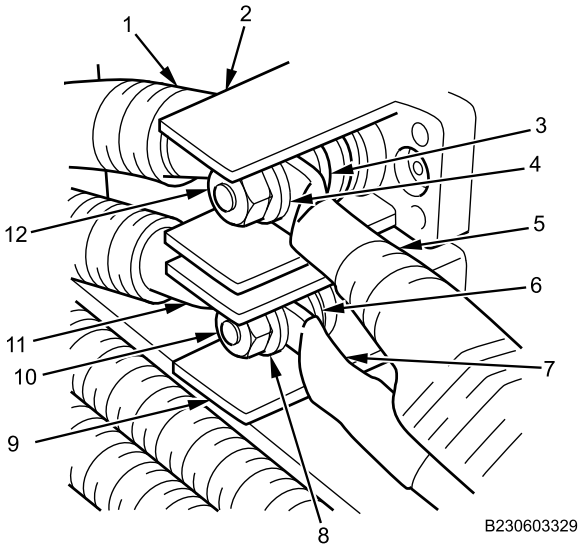

Figure 2. Battery Cables Junction Block Assembly.
2. Remove nut (Figure 2, Item 10), lockwasher (Figure 2, Item 8), BLACK winch assembly ground cable (Figure 2, Item 7), washer (Figure 2, Item 6), and BLACK battery ground cable (Figure 2, Item 11) from cable junction block (Figure 2, Item 9). Discard lockwasher.
3. Remove nut (Figure 2, Item 12), lockwasher (Figure 2, Item 4), RED winch assembly power cable (Figure 2, Item 5), washer (Figure 2, Item 3), and RED battery power cable (Figure 2, Item 1) from cable junction block (Figure 2, Item 2). Discard lockwasher.